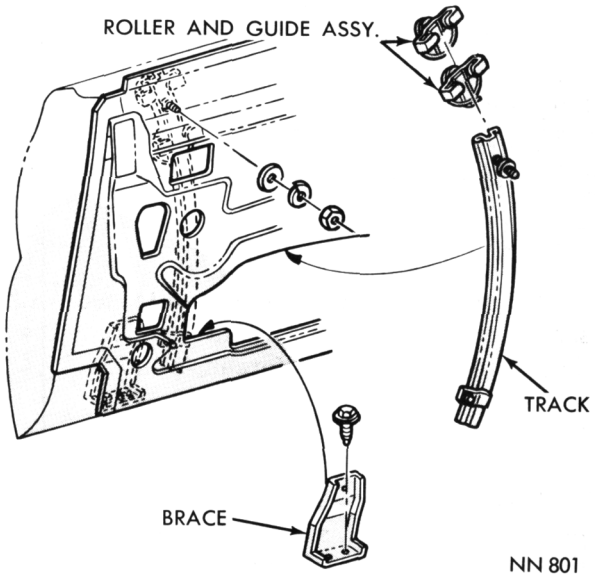

Fig. 47—Quarter Window Front Track—Convertible
(1) Remove screws and washers attaching front track brace (Fig. 47) to inner panel and track.
(2) Remove nut and washer attaching upper end of track to the inner panel.